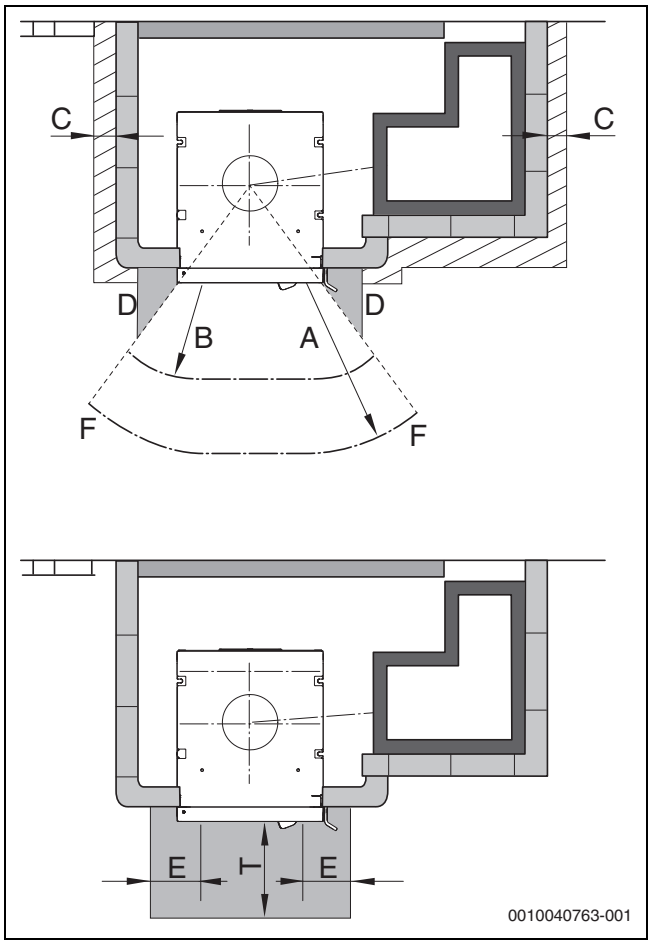

Bild 10 Äußere Mindestabstände
- Die Mindestabstände müssen eingehalten werden (→ Bild 6.1, Seite 12 und Bild 10, Seite 12).